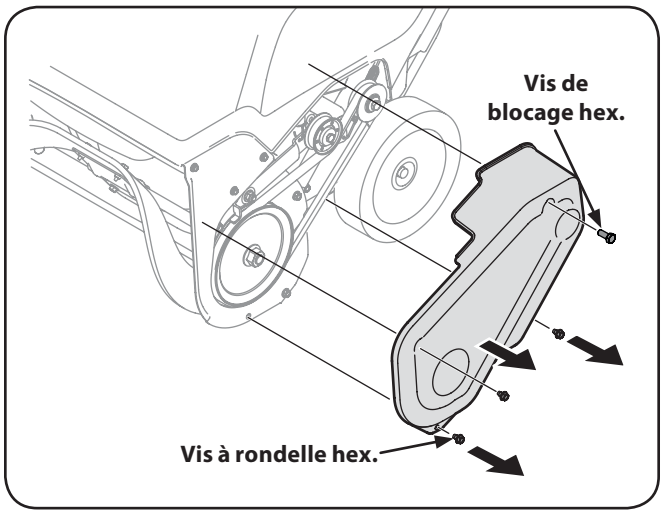

Figure 7-1
4. Retirez le couvre-courroie en enlevant les trois vis à rondelle hex. et la vis de blocage hex. qui la maintiennent sur le châssis. Voir la Fig. 7-1.